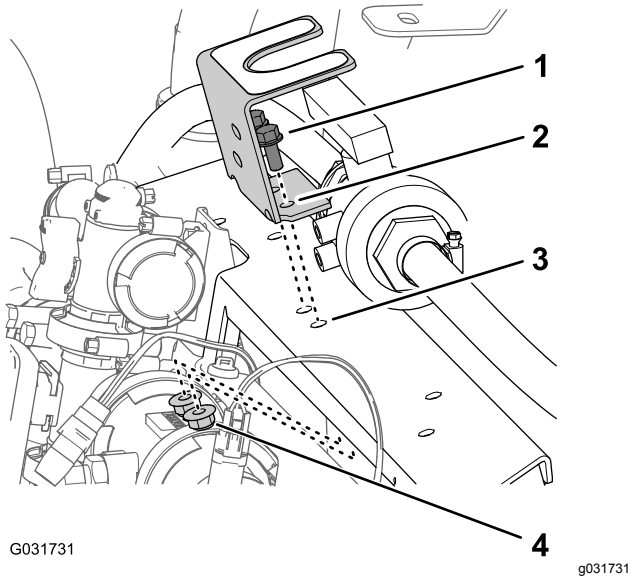

Figur 229
1. Ret hullerne i monteringsbeslaget til kugleventilen, du fjernede i trin 4 i 9 Frakobling af det valgfrie EU-overensstemmelsessæt (side 22), ind med hullerne i manifoldbeslaget, som du borede i Boring af manifoldbeslaget (side 104), som vist i Figur 229.
2. Monter monteringsbeslaget på manifoldbeslaget (Figur 229) med de to flangehovedbolte (5/16 x 3/4 tomme) og flangelåsemøtrikker (5/16 tomme), som du afmonterede i trin 4 i 9 Frakobling af det valgfrie EU-overensstemmelsessæt (side 22).